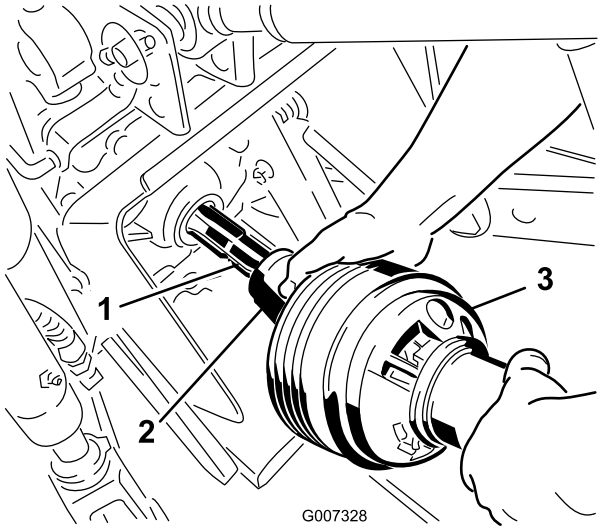

Figur 18
3. Tilslut kraftudtagsakslen til traktorens kraftudtagsaksel (Figur 18).